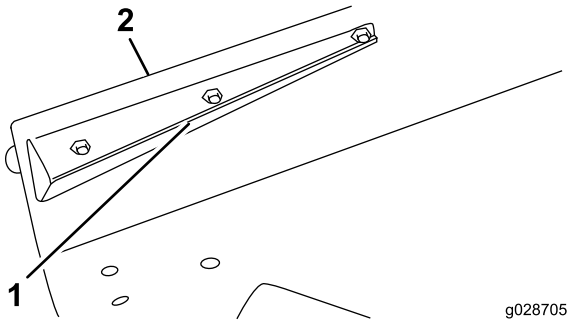

Figura 8
2. Monte a extremidade do defletor frontal à plataforma com um parafuso (5/16–18 x 7/8 pol.) e porca de bloqueio (Figura 8).
3. Alinhe o abafador com a extremidade da plataforma e use-o como modelo para marcar e furar os dois orifícios restantes de cerca de 10 mm na plataforma (Figura 8).
4. Fixe o abafador à plataforma com dois parafusos (5/16–18 x 5/8 pol.) e duas porcas de bloqueio (Figura 8).